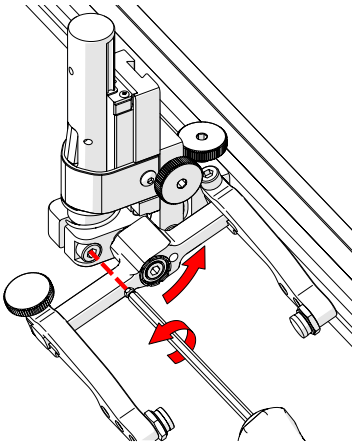

Fig. 124 - Loosen 3 mm screw
2. Using the supplied 3 mm hex driver loosen the transverse adjustment screw *(Fig. 124)* and rotate the yoke about the vertical shaft achieving the desired angle.